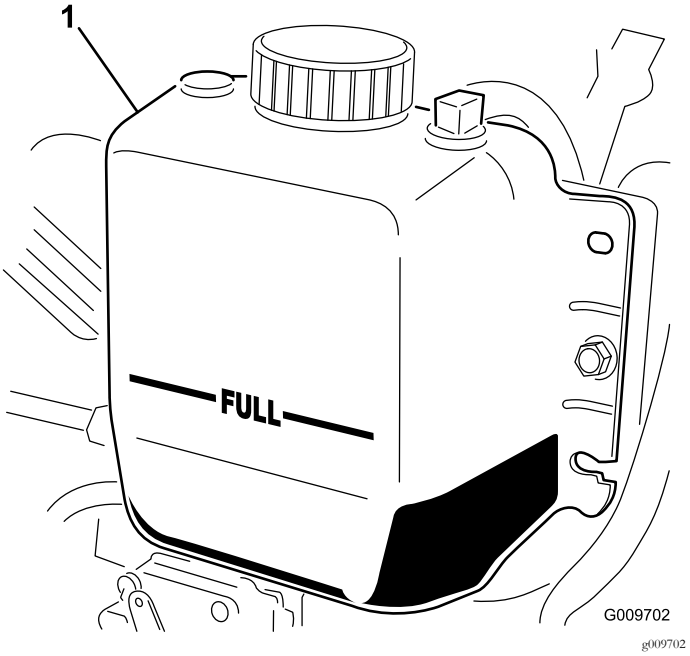

Figur 61
2. Kontrollera kylvätskenivån i kylaren. Kylaren ska fyllas upp till påfyllningsrörets översta del och expansionstanken ska fyllas upp till markeringen FULL (Figur 61).